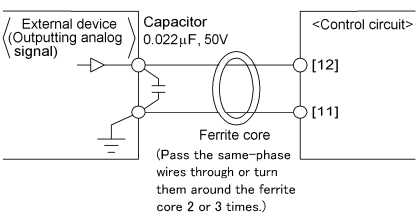

Figure 2.6 Example of Electric Noise Reduction
- When the inverter is connected to an external device outputting analog signals, the external device may malfunction due to electric noise generated by the inverter. If this happens, according to the circumstances, connect a ferrite core (a toroidal core or equivalent) to the device outputting analog signals or connect a capacitor having the good cut-off characteristics for high frequency between control signal wires as shown in Figure 2.6.